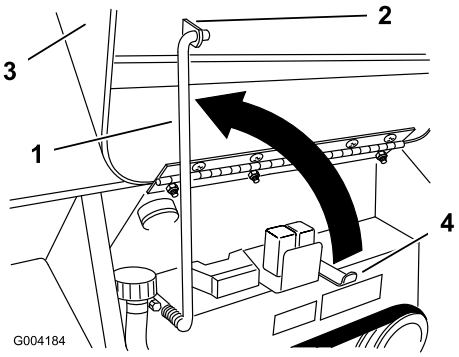

**Figuur 23**
4. Klap de steunstang omhoog en zet de stang vast in de beugel op de motorkap (Figuur 23).